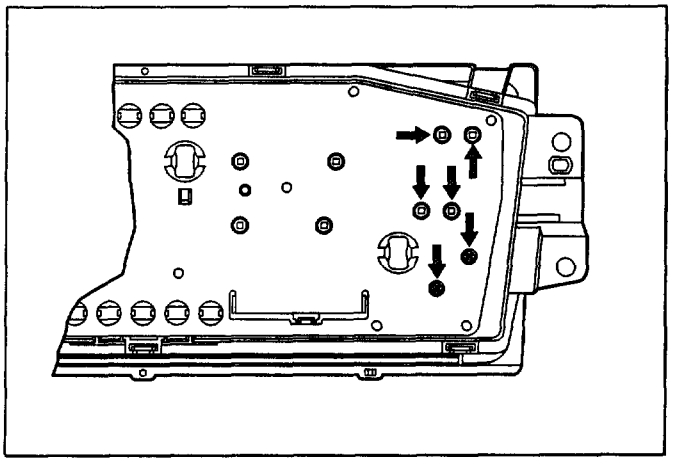

Fig. 8-366
- Remove six screws securing the meter body from the back side, and then remove it together with the fuel gauge. (Fig. 8-366)